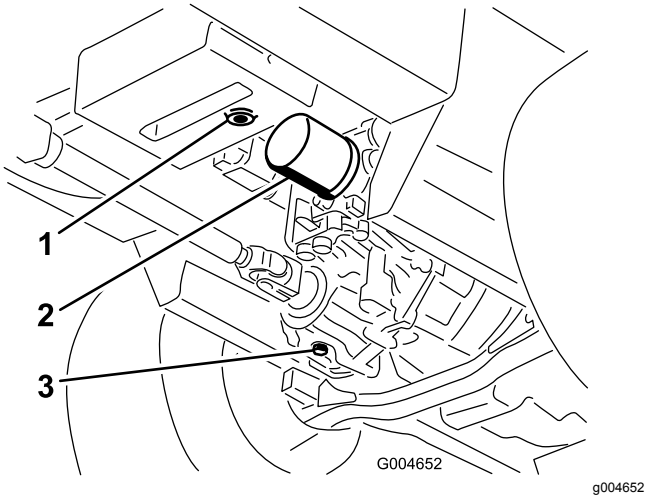

**Rysunek 57**
3. Umieść dużą miskę pod zbiornikiem hydraulicznym i skrzynią przekładniową, a następnie odkręć korki, spuszczając cały olej hydrauliczny (Rysunek 57).
4. Oczyść obszar wokół filtra oleju hydraulicznego i wyjmij filtr (Rysunek 57).